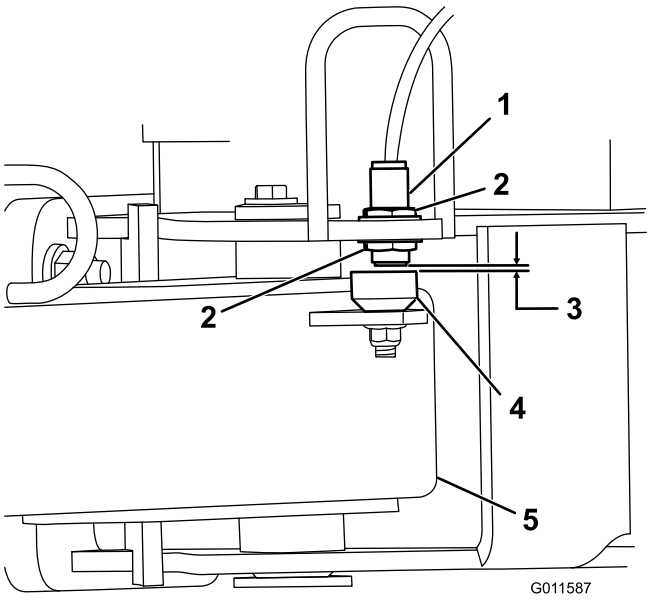

Figur 4
5. Lossa kontramuttrarna som fäster avståndsbrytaren på ramen och sänk brytaren tills den är 3,3±0,7 mm från avkänningsskivan på dragstången (Figur 4). Dra åt kontramuttrarna för att säkra justeringen.